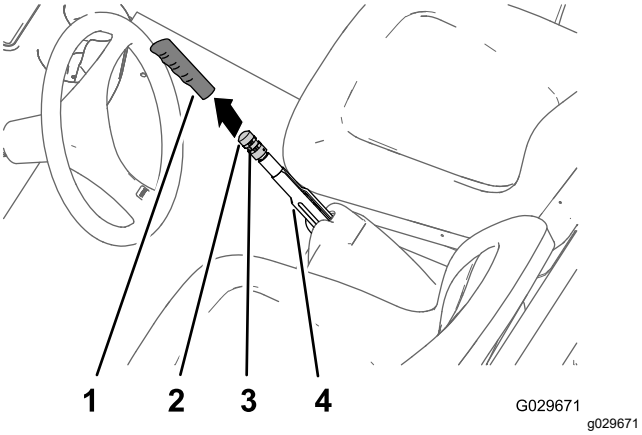

Figur 56
1. Fjern håndtaket fra parkeringsbremsespaken (Figur 56).
2. Løsne setteskruen som fester bremsejusteringsknotten til parkeringsbremsespaken (Figur 56).
3. Drei bremsejusteringsknotten til du oppnår en kraft på 133 til 156 N for å ta i bruk parkeringsbremsspaken (Figur 56).
4. Stram til setteskruen, og monter håndtaket (Figur 56).
2. Løsne setteskruen (Figur 56) som fester bremsejusteringsknotten til parkeringsbremsespaken, koble fra parkeringsbremsen og løsne bremsejusteringsknotten.
5. Drei bremsejusteringsknotten (Figur 56) til du oppnår en kraft på 133 til 156 N, som kreves for å ta i bruk parkeringsbremsspaken.
C. Drei bremsejusteringsknotten (Figur 56) til du oppnår en kraft på 133 til 156 N, som kreves for å ta i bruk parkeringsbremsspaken.
- Stram setteskruen, og monter håndtaket (Figur 56).